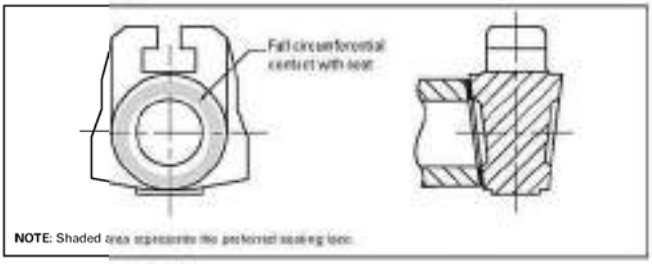

Figure 6.1A *Wedge sealing face*
nuts. With the handwheel, close the valve firmly and then open partially, remove bonnet nuts and lift entire bonnet assembly. Care should be taken that the wedge does not slip off the stem "T" head. Check wedge seating face for 100% contact as shown in *Figure 6.1A*.
3. *Figure 6.1A* illustrates a wedge with a full seating circumference. This must be achieved when fitting a wedge.